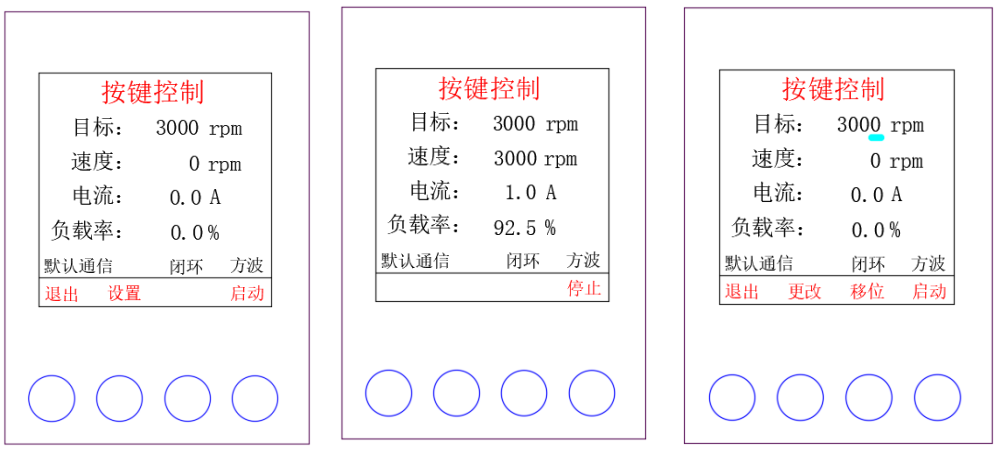

图 6.3 按键闭环控制各界面
- 按液晶屏上的操作指引可启动电机运行、停止电机运行、设置目标。如**图 6.3**。